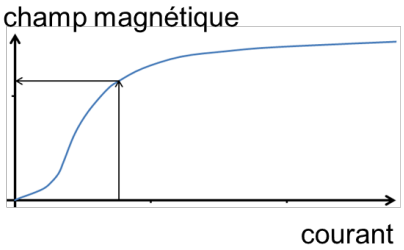

Figure 7 : relation entre le courant qui circule à travers le noyau magnétique et le champ magnétique créé
- Lorsqu'en cas de défaut d'isolement, une partie du courant circule via le PE, un courant net circule dans les conducteurs actifs. Ce courant crée un champ magnétique dans le noyau (Figure 7).